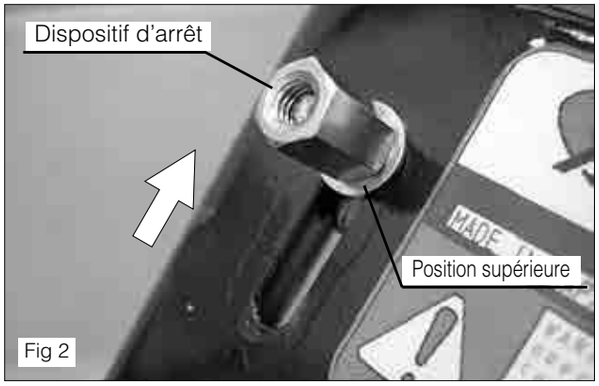

Fig 2
(2) Pour plein régime, défaites le dispositif d'arrêt et remettez le dans la position supérieure (voir fig. 2).